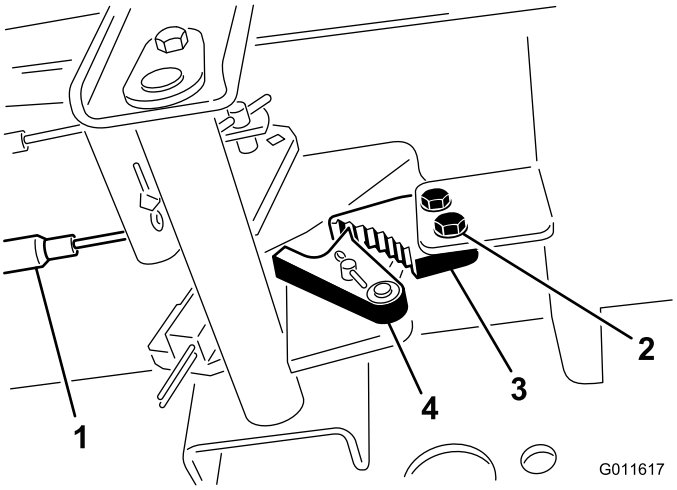

Figur 71
1. Løsn de to skruer, der fastholder parkeringsbremsepedalen på stellet (Figur 71).
2. Tryk parkeringsbremsepedalen frem, indtil parkeringsbremselåsen kobler helt ind på bremsepedalen (Figur 71).